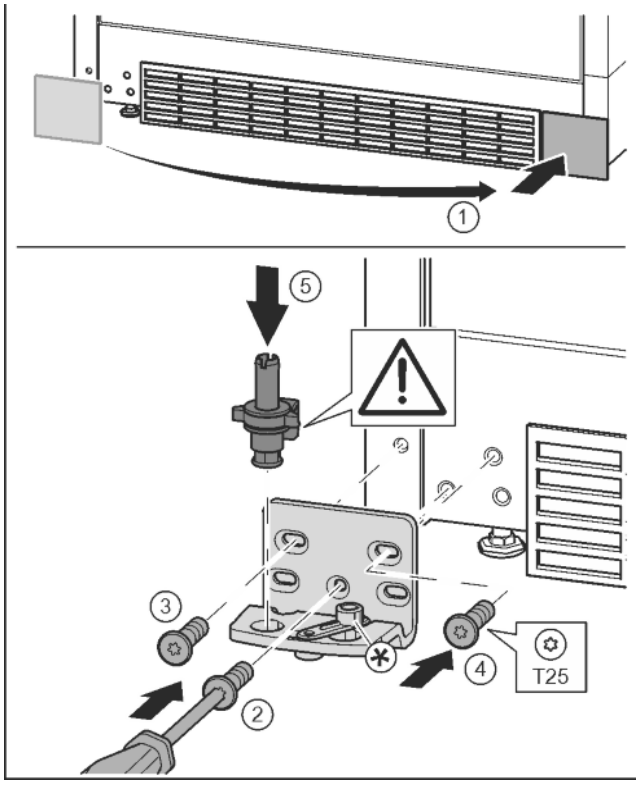

Fig. 17
- ▶ Enlever le cache et le mettre de l'autre côté. *Fig. 17 (1)*
- ▶ Poser le support de palier de l'autre côté et le visser à l'aide d'un tournevis T25. Commencer par la vis 2 en bas au milieu. *Fig. 17 (2)*
- ▶ Visser les vis 3 et 4. *Fig. 17 (3, 4)*
- ▶ Mettre en place l'axe de palier complet. Veiller à ce que l'ergot d'enclenchement soit orienté en arrière. *Fig. 17 (5)*